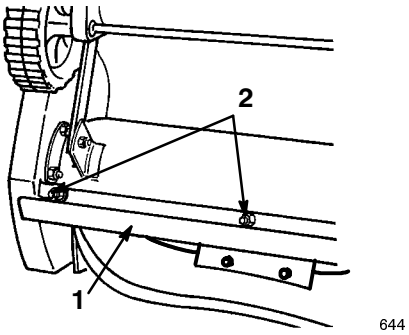

**Figur 21**
8. Ta bort de tre vagnsbultarna och låsmuttrarna som håller skrapan på plats (figur 21).
3. Lossa tändkabeln från tändstiftet och avlägsna tändstiftet (figur 21).
5. Lossa tändkabeln från tändstiftet (figur 21).